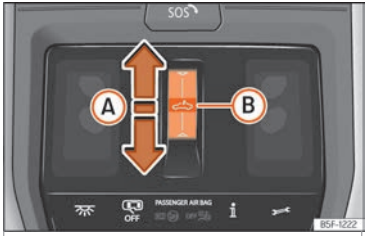

Fig. 99 En el revestimiento interior del techo: tecla del techo de cristal.
- Movimiento automático: deslice el dedo hacia atrás sobre el área funcional ⌓ ››› fig. 99 (A).
- Antes de que transcurran aprox. 5 segundos desde la activación de la función antiaprisionamiento, deslice el dedo hacia delante sobre el área funcional ››› fig. 99 Ⓐ y mantenga presionado hasta que el techo se cierre completamente.